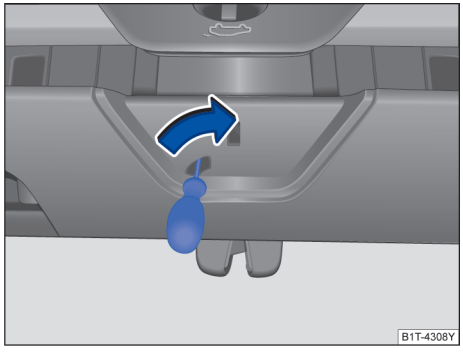

图 70 行李厢盖应急解锁
– 用长型工具（例如：螺丝刀等）插入行李厢盖的开口中→图 70，沿箭头方向按压行李厢盖应急解锁按钮，同时将行李厢盖向外推，直到其展开。